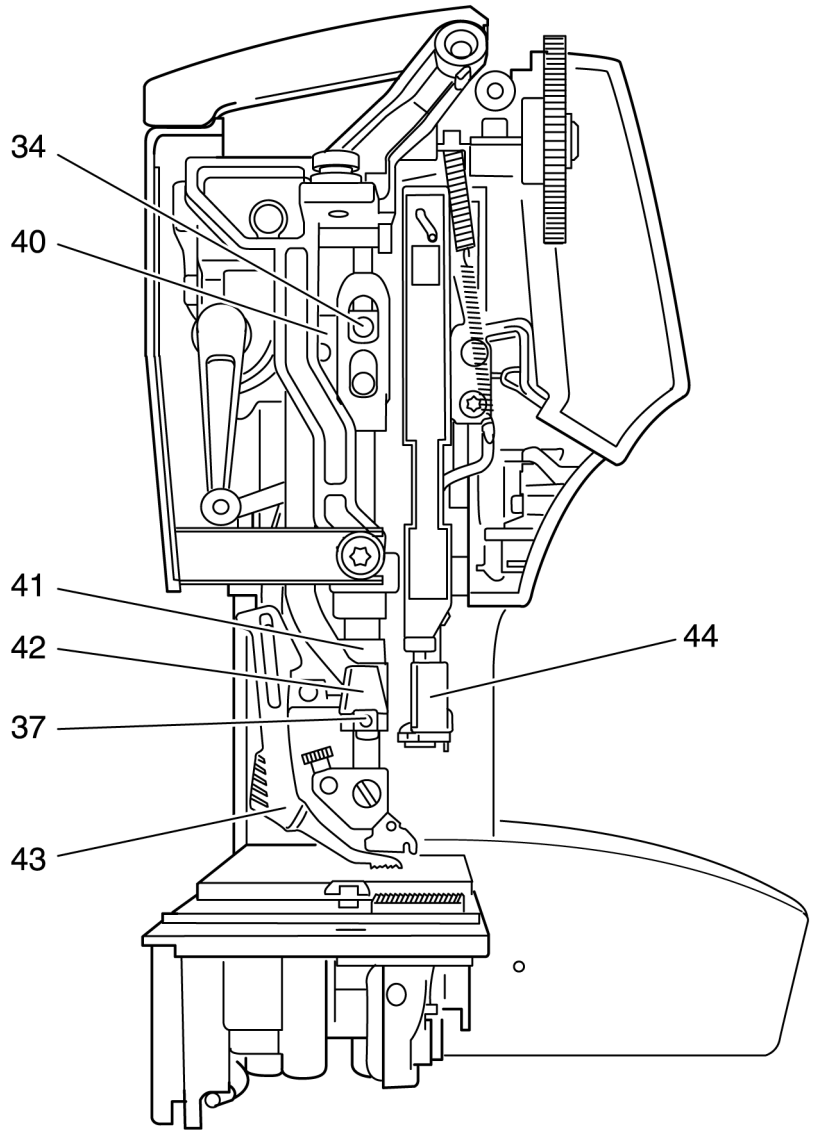

Рис. 25
Лапка верхнего транспортера в своем самом верхнем рабочем положении должна находиться на 2 мм выше нижней кромки прижимной лапки зигзагообразного стежка (рис. 25).
- Ослабьте винты 34 и 37 (рис. 25).